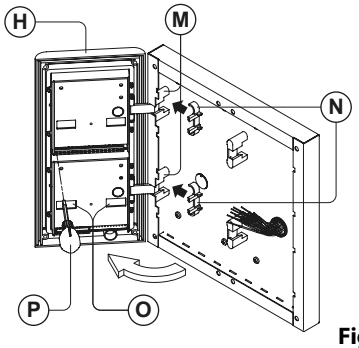

Fig. 71
7. As shown in **Fig.71,** open the module support frame Ⓗ as suggested by the pointer, hook the hinge locks Ⓝ to the hinge housings Ⓜ, make the required connections using the screwdriver provided Ⓟ (flat blade end) and make the required adjustments by adjusting the settings (through openings Ⓞ) and adjust trimmers;